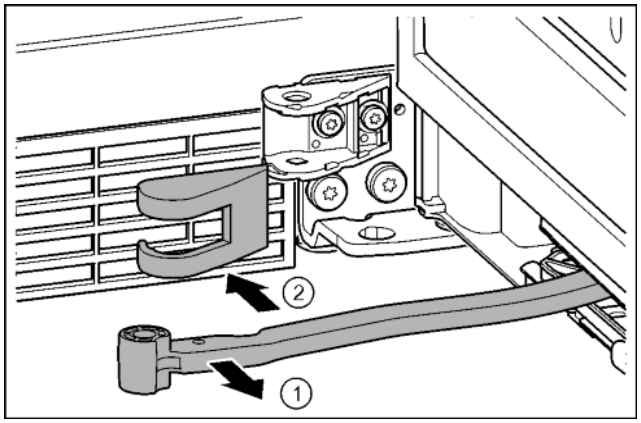

Fig. 20
▶ Tourner l'articulation en direction de la porte. *Fig. 20 (1)*
▶ Retirer le cache du support de palier. *Fig. 20 (2)*